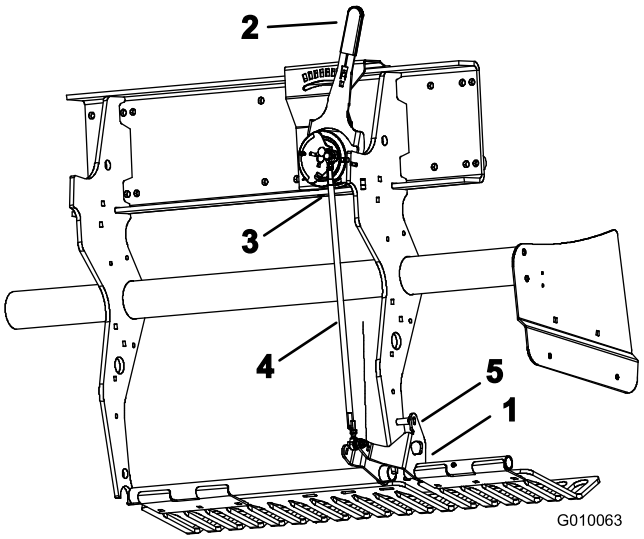

Rysunek 58
1. Obracaj lewy wspornik montażowy osłony od darni (Rysunek 58) w górę, aż trzpień blokujący (kołek lub śruba nawiercana 5/16) można będzie włożyć między wspornik i rurę ustawiania głębokości przyspawaną do ramy.
2. Ustaw dźwignię głębokości (Rysunek 58) w położeniu H (najgłębiej).
3. Odłącz zewnętrzny przełącznik kulowy (Rysunek 58) od wiązki przewodów (przełącznik opuszczania głowicy).
4. Odkręć przeciwnakrętki (lewą i prawą) cięgna regulacji głębokości (Rysunek 58).